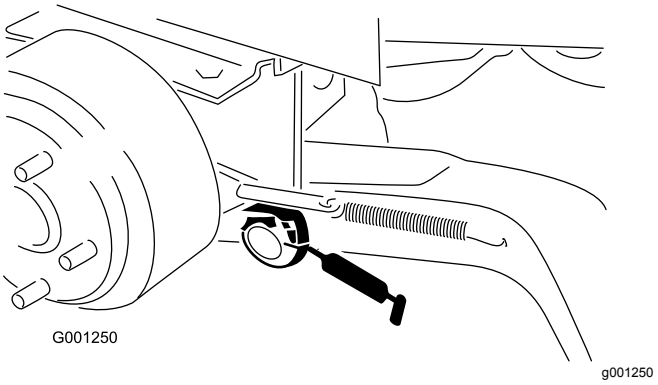

Figur 35
- Lyftarmens svängbussningar (Figur 35)